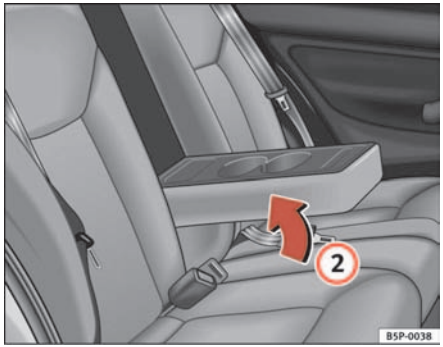

Fig. 109 Rear armrest/drink holder
– To close, lift the Drink holder*/ armrest* in the direction of the arrow ⇒ fig. 109 (2)